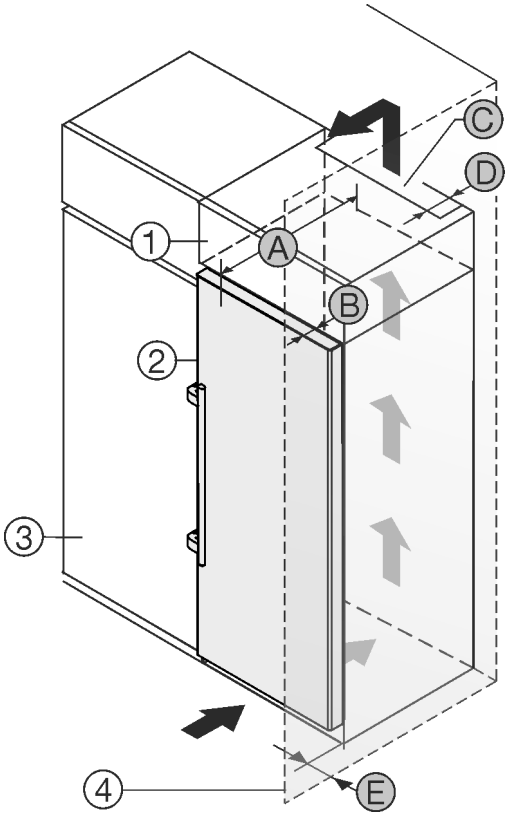

Fig. 2 *
Set up the appliance directly next to the kitchen cabinet *Fig. 2 (3)*.*
There must be a ventilation shaft at the depth *Fig. 2 (D)* of the back of the top cupboard over the entire width of the top cupboard.*
The ventilation cross-section *Fig. 2 (C)* must be maintained under the ceiling.*
If the appliance is set up with the hinges next to a wall *Fig. 2 (4)*, the distance between the appliance and the wall must be at least 57 mm. This is how far the handle protrudes when the door is open.*
In order to be able to fully open the door, the appliance must protrude by the depth of the door *Fig. 2 (B)* from the front of the kitchen cabinet. The appliance may protrude further depending on the depth of the kitchen cabinets *Fig. 2 (3)* and whether wall spacers are used.*